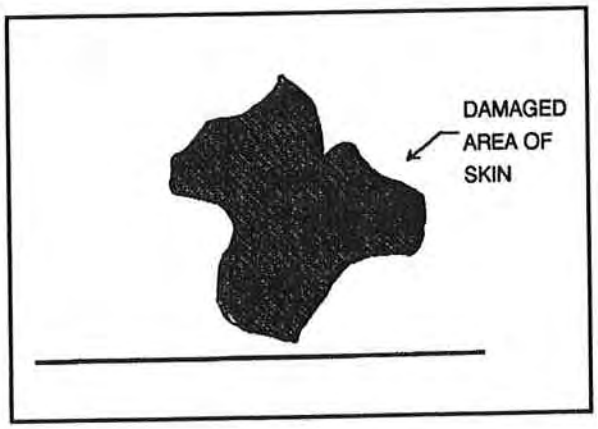

Figure 8-9. Baseline
- Draw a straight line below the damaged area. This line is called the baseline (Figure 8-9).